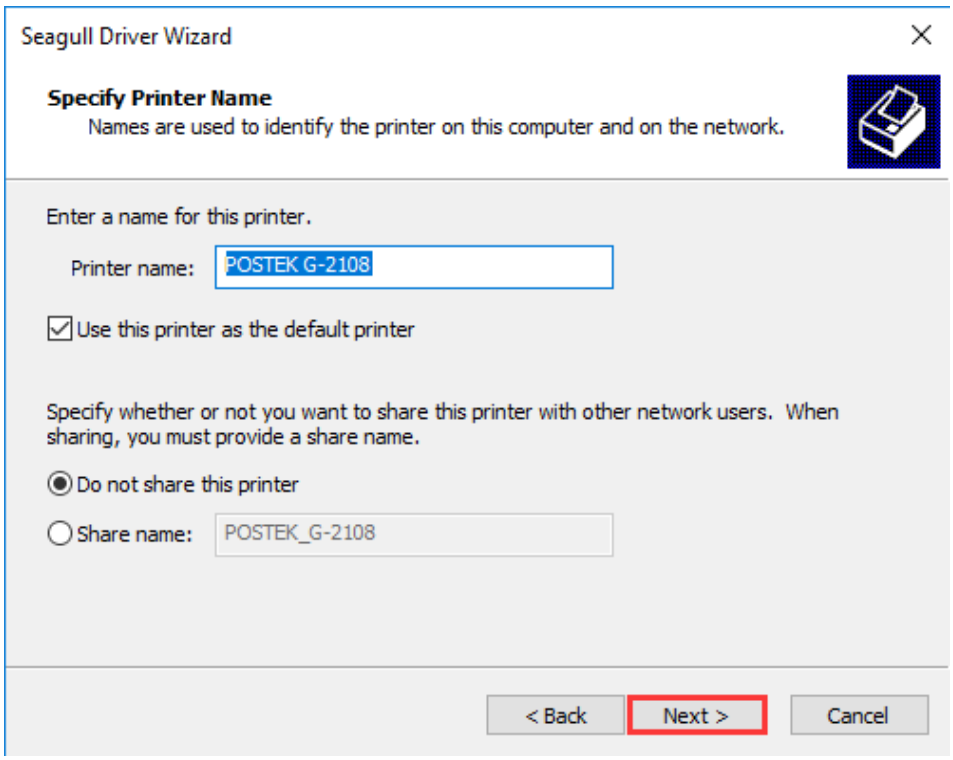

Figure 2-21 Specify Printer Name
8. On the "Specify Printer Name" screen, enter a name for the printer, as shown in Figure 2-21, then click "Next" to complete the driver installation.